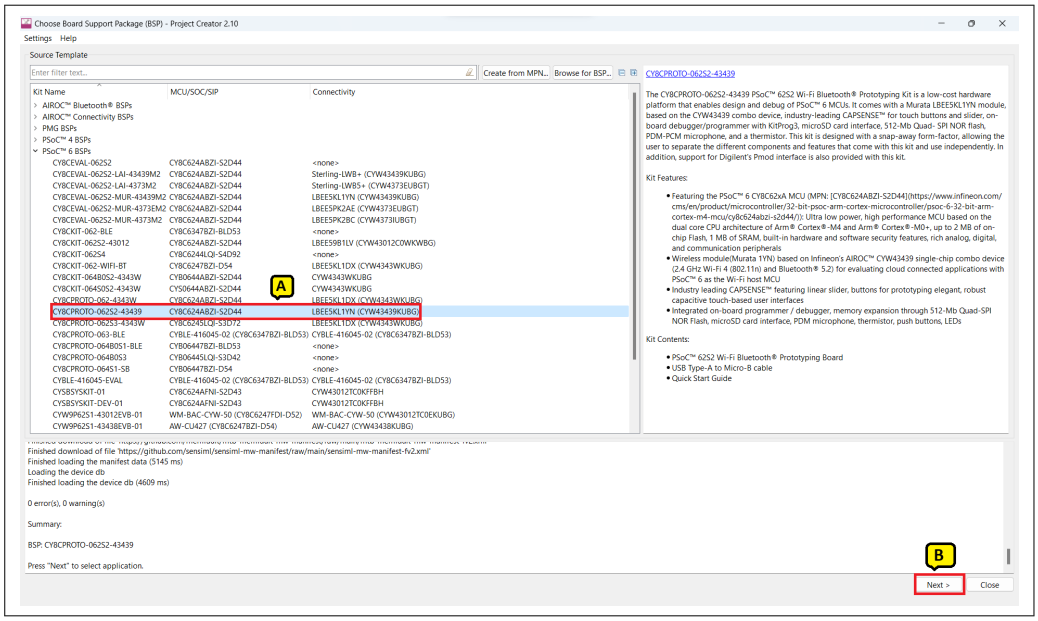

図 7　　ターゲット ハードウェアの選択
a. **Choose Board Support Package (BSP)** ダイアログで、使用する **Kit Name** を選択してください。以下の手順では **CY8CPROTO-062S2-43439** の使用を想定しています。この手順については図 7 を参照してください。